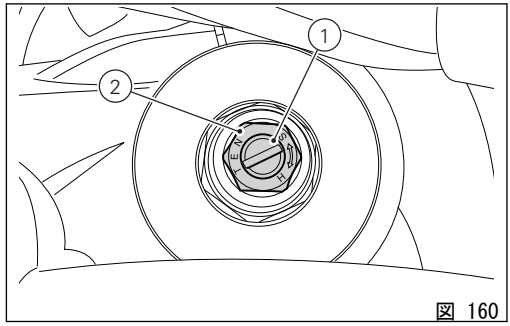
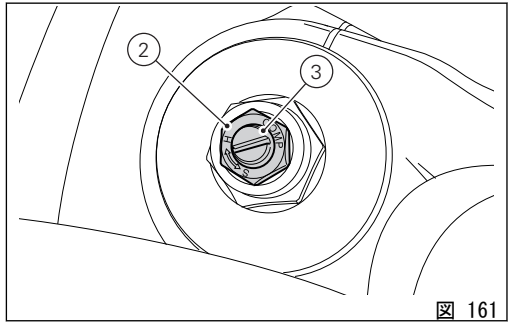

図 160
図 161
1) リバウンドダンピング調整（図 160）
2) スプリングプリロード調整（図 160）、（図 161）
3) コンプレッションダンピング調整（図 161）
各レッグのスプリングプリロードに変更するには、アジャスター（2、 図 160）、（2、 図 161）を六角レンチで反時計回りに完全に回してすべて緩めた位置に合わせます。この位置からアジャスターを時計回りに回し、プリロードを調整します。1 回転がスプリングプリロード 1 mm に相当します。